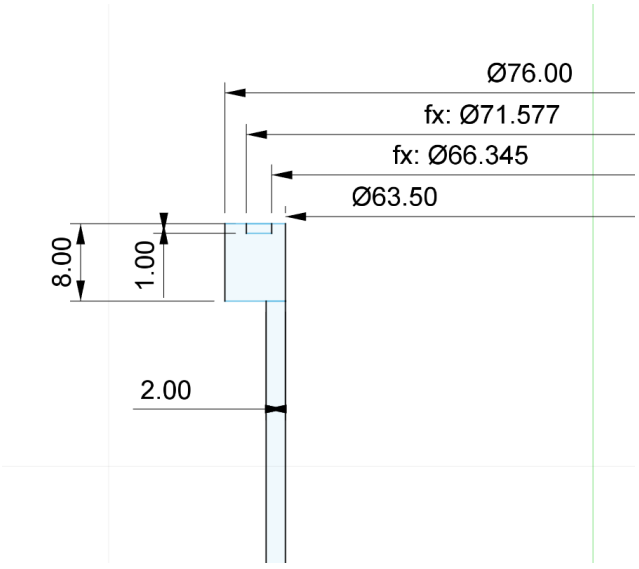

Figure 4. Entering user parameters as dimension values.
4. Add the dimensions shown in Figure 4 by selecting the centerline as one of the selections. This will automatically create a diameter dimension.